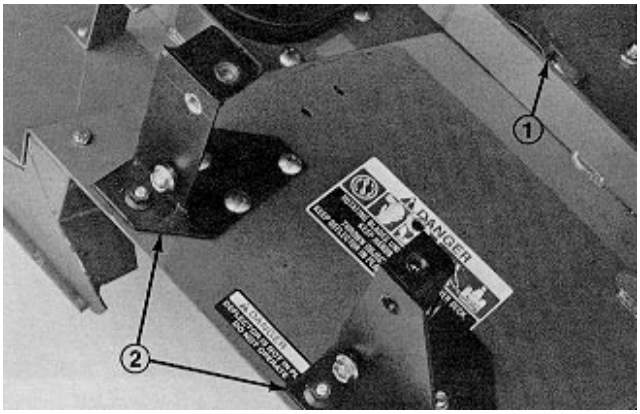

Figure 7
1. Remove spring latch from right side of cutting deck (Fig. 7). Retain latch for future use with right hand cover.
2. Position blower and mounting brackets on deck, aligning mounting holes with holes previously used for mounting grass deflector. Figure 7 is shown with blower removed from brackets. Make sure there is no gap between blower and cutting deck.
3. Mount front and rear brackets to deck with (2) previously removed 3/8 −16 x 7/8" lg. carriage bolts and flange nuts each (Fig. 7). Bolt heads must be on top of deck.
4. Remove (2) knobs securing blower to mounting brackets. Remove blower.
5. Using each bracket as a template, mark location and drill (2) additional 11/32" dia. holes.
6. Secure front and rear brackets to deck with (2) 5/16 −18 x 3/4" lg. capscrews and locknuts each (Fig. 7). Capscrew heads must be on top of deck.